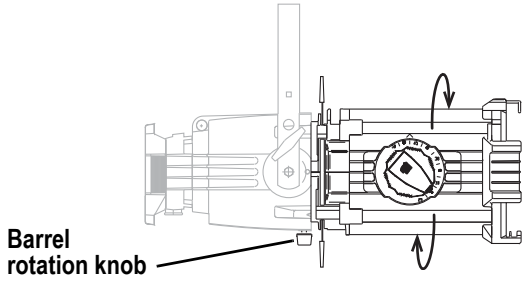

Figure 9
Step 1: Loosen the barrel rotation knob directly behind the shutters on the underside of the reflector housing (see *Figure 9*). **Do not** remove the barrel rotation knob.